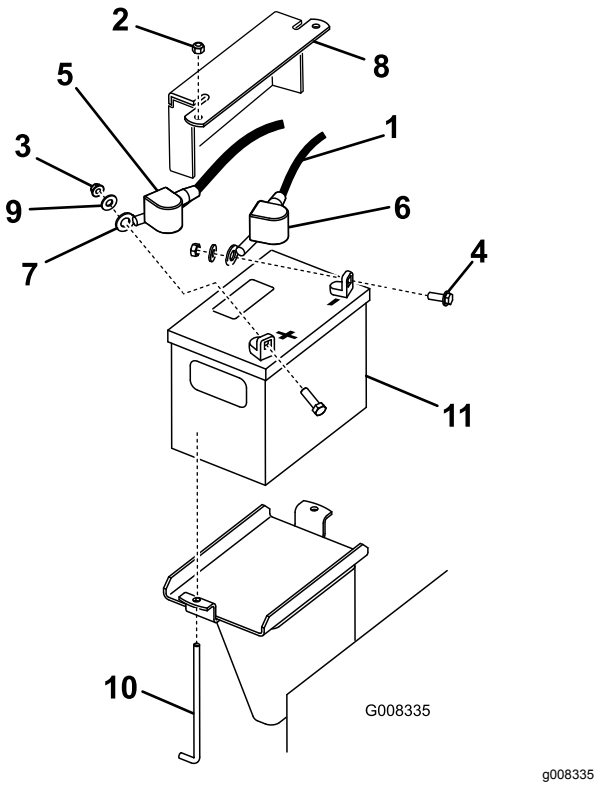

Figur 37
3. Lyft av gummikåpan från minuskabeln. Lossa batteriets minuskabel från batteriets minuspol (–) (Figur 37).
4. Dra av den röda anslutningsskon från batteriets pluspol (röd) och ta sedan bort batteriets pluskabel (röd).Figur 37
5. Ta bort batterilåsfästet, J-skruvarna och låsmuttrarna som fäster batteriet (Figur 37) och ta bort batteriet.
1. Anslut batteriets pluskabel (röd) till batteriets pluspol (+) med hjälp av fästelementen du tog bort tidigare (Figur 37).
3. Anslut batteriets minuskabel (svart) till batteriets minuspol (−) med hjälp av fästelementen du tog bort tidigare (Figur 37).
4. Fäst batteriet med hjälp av skenan och vingmuttrarna (Figur 37).